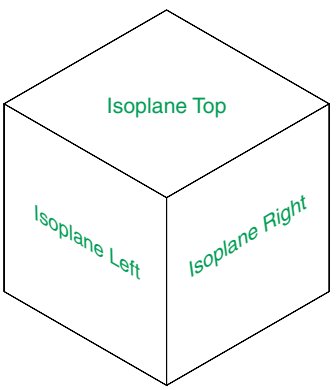

Fig. 7.16 The three isoplanes
2. There are three isometric angles – **Isoplane Top, Isoplane Left** and **Isoplane Right**. These can be set either by pressing the **F5** function key or by pressing the **Ctrl** and **E** keys. Repeated pressing of either of these 'toggles' between the three settings. Fig. 7.16 is an isometric view showing the three isometric planes.